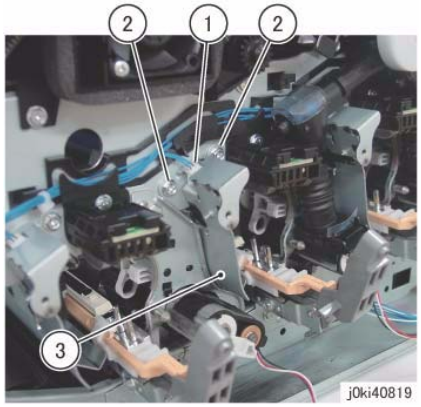

Figure 12 Remove the Erase Lamp Unit (C)
16. Remove the Erase Lamp Unit (C). (Figure 12)
c. Remove the Erase Lamp Unit (C).